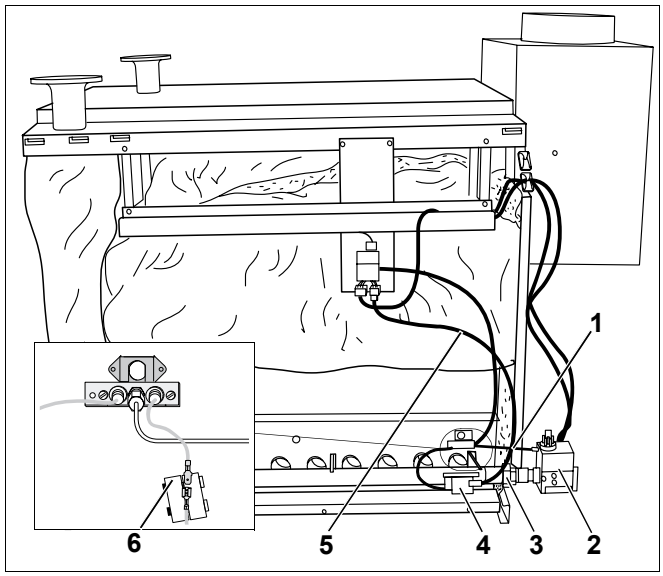

Рис. 16 Подготовка котла к чистке щетками
- Отсоединить кабель (рис. 16, **поз. 5**) на тактовом устройстве розжига (рис. 16, **поз. 4**).
- Снять контактный предохранитель (рис. 16, **поз. 6**) на контрольном кабеле и разъединить штекерное соединение.
- Снять трубку газа для розжига (рис. 16, **поз. 1**) со щитка горелки и с газовой арматуры (рис. 16, **поз. 2**).